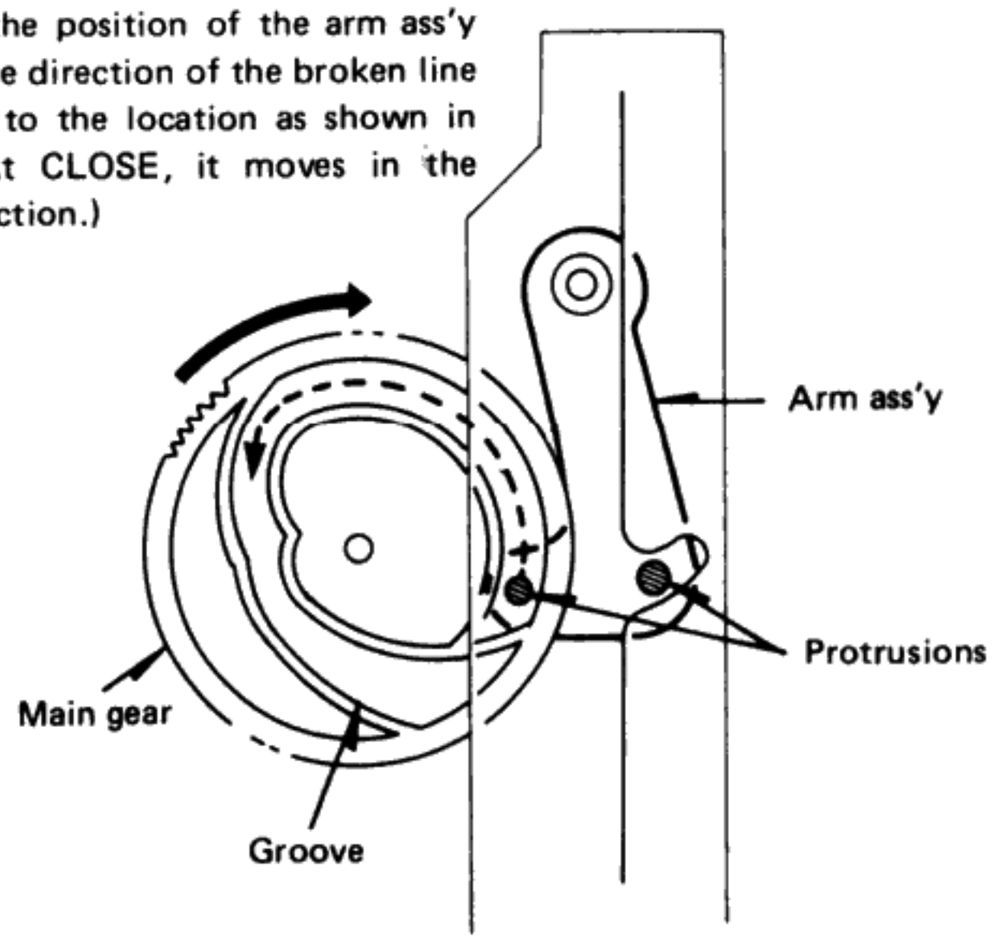
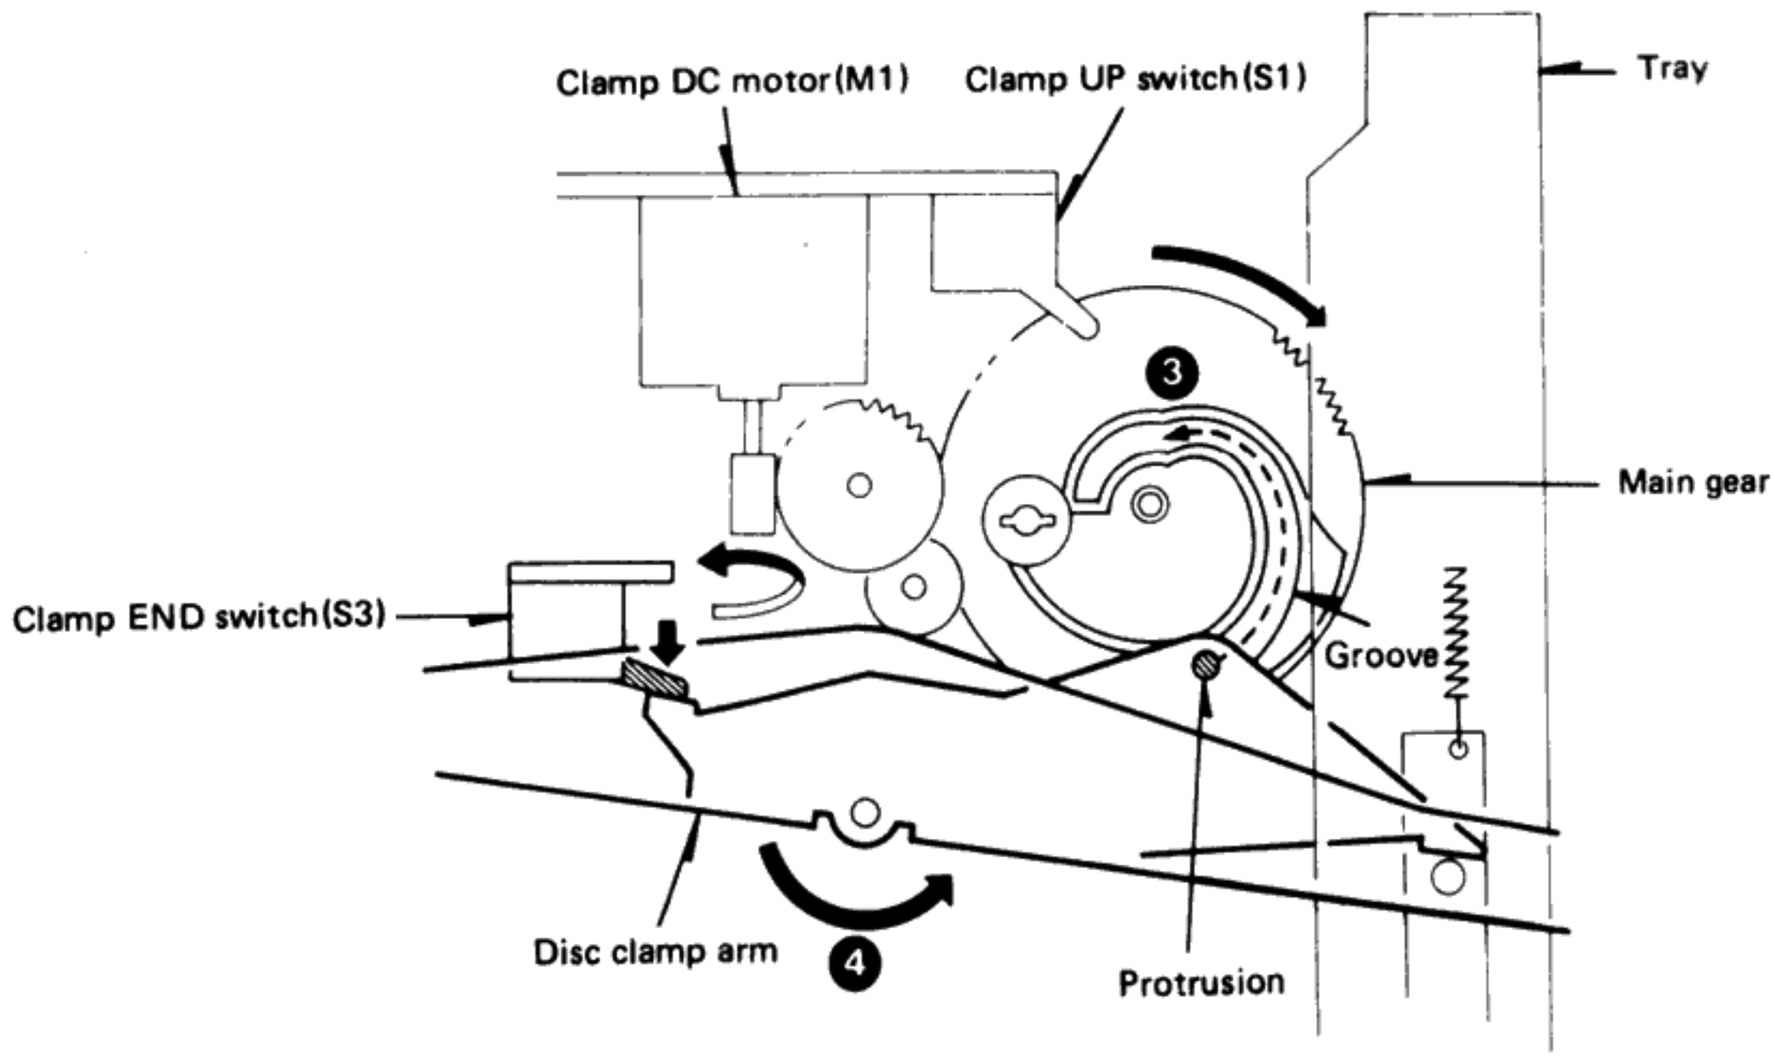

Fig. 3 Position relationship between arm ass'y andmain gear with tray closed (as viewed perspectively from above the main gear)
Fig. 5 Tray OPEN operation (2)
A groove as shown in Figures 3 and 4 exists in the lower side of the main gear. The arm ass'y moves along this groove to control the tray OPEN/CLOSE operation (Figure 3).
A similar groove is given in the upper side of the main gear. Along this groove, control is made over the clamp switch and the clamp mechanism. From the positional status with the tray closed as shown in Figure 3, when the clamp DC motor (M1) rotates in the direction of an arrow as indicated before, the protrusion placed at the lower side of the disc clamp arm is led in the direction of an arrow (❸) along the groove of the main gear. Thereby, the disc clamp arm is rotated in the direction of an arrow (❹) (Figure 5).